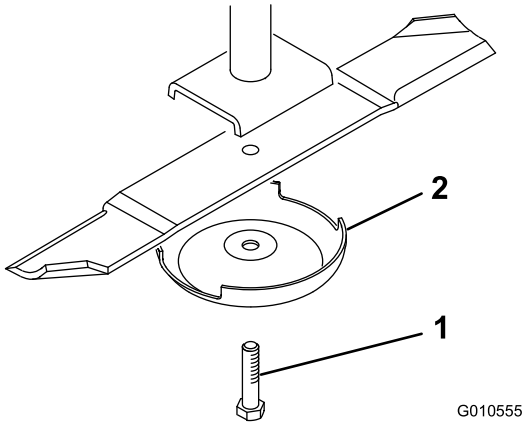

Figuur 6
1. Pak het uiteinde van het mes vast met een dikke, gevoerde handschoen. Verwijder de mesbout, de antiscalpeercup en het mes van de as (Figuur 6).